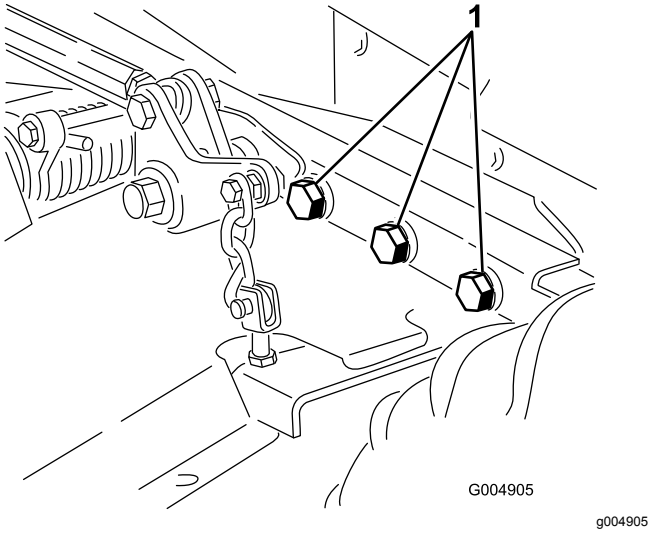

Rysunek 59
5. Sprawdź i prawidłowo dokręć luźne mocowania. Dokręć 6 śrub mocujących ramę podwozia kosiarki do jednostki jezdnej (Rysunek 59) momentem 359 N·m.